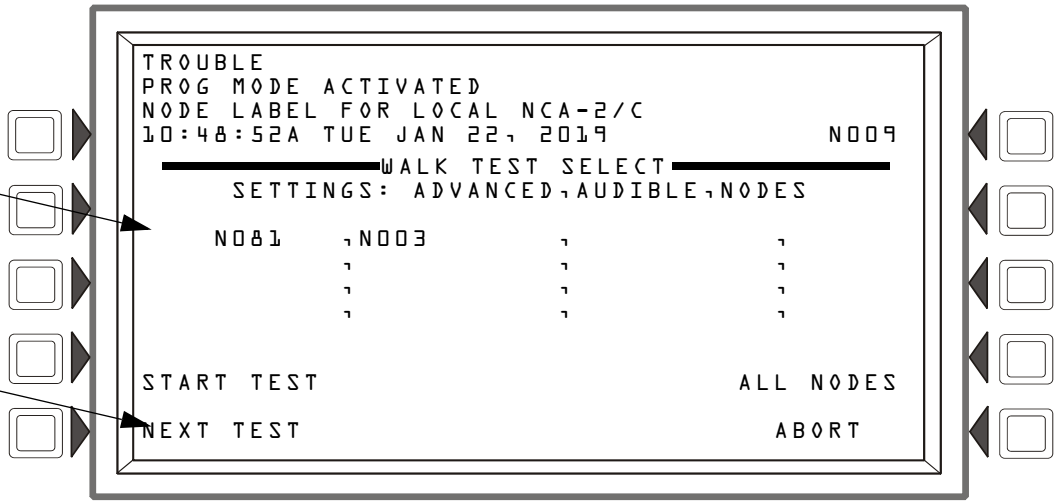

Figure 5.13 Walk Test Select Screen
- **PARAMETER -** Toggles between NODES, LOOPS, DEVICES, and ZONES (LOOPS and ZONES are for use with NFS2-3030 only). Selecting NODES in this field allows multiple nodes to be tested (see Figure 5.13 on page 63). If NODE is selected, you will have an ALL NODES option, allowing you to put the entire network into Walk Test mode. NOTE: This is limited to the nodes mapped to the NCA-2.